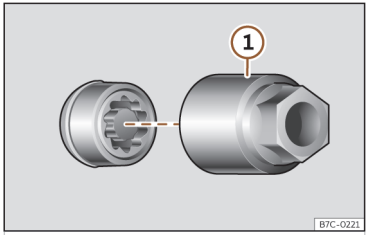

Abb. 240 Diebstahlhemmende Radschraube mit Abdeckkappe und Adapter
- Setzen Sie den Spezialadapter ››› **(Abb. 240)** 1 (Bordwerkzeug ››› **S. 363**) bis zum Anschlag in die diebstahlhemmende Radschraube ein.